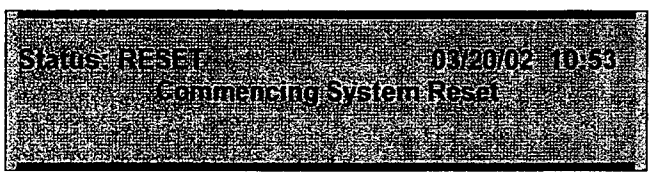

Figure I-2
2. Wait the required 15 seconds. [Power ON] LED is flashing. Commencing System Reset screen is displayed (see Figure I-2).